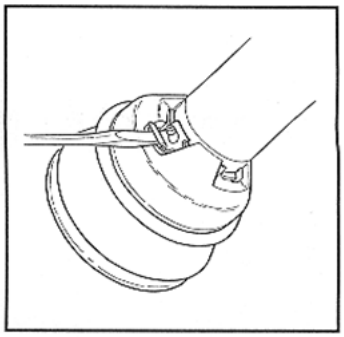

Figure 14-5: Remove Tab
1. Remove the EASY LOCK® tab with a screwdriver (Figure 14-5).